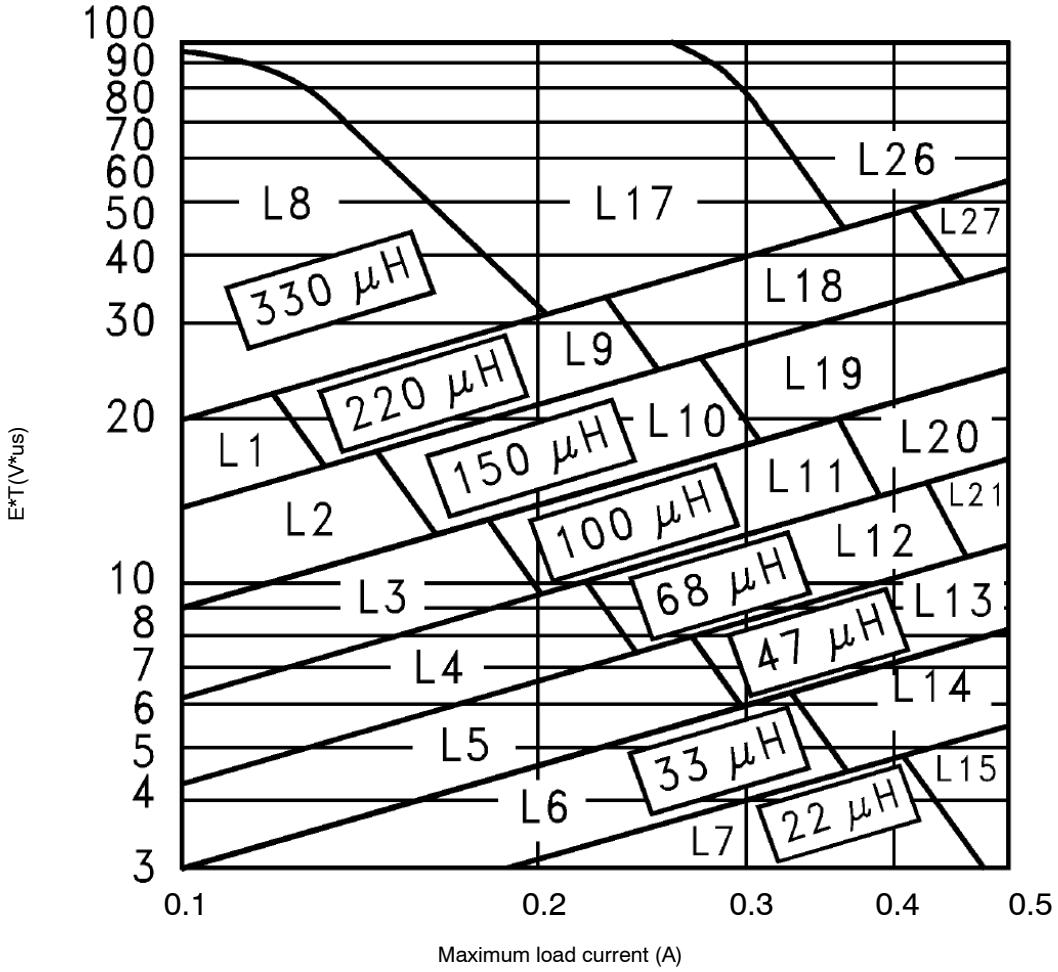

Figure 19. Inductor Value Selection Guides (For Continuous Mode Operation)
4. Inductor Selection (L1) **A.** Use the following formula to calculate the inductor Volt x microsecond [V x μs] constant: $E \times T = \left(V_{IN} - V_{OUT} - V_{SAT}\right) \times \frac{V_{OUT} + V_D}{V_{IN} - V_{SAT} + V_D} \times \frac{1000}{150\ \text{kHz}} (V \times \mu s)$ **B.** Match the calculated E x T value with the corresponding number on the vertical axis of the Inductor Value Selection Guide shown in Figure 19. This E x T constant is a measure of the energy handling capability of an inductor and is dependent upon the type of core, the core area, the number of turns, and the duty cycle. **C.** Next step is to identify the inductance region intersected by the E x T value and the maximum load current value on the horizontal axis shown in Figure 19. **D.** Select an appropriate inductor from Table 3. The inductor chosen must be rated for a switching frequency of 150 kHz and for a current rating of 1.15 x I_{Load}. The inductor current rating can also be determined by calculating the inductor peak current: $I_{p(max)} = I_{Load(max)} + \frac{\left(V_{in} - V_{out}\right) t_{on}}{2L}$ where t_{on} is the "on" time of the power switch and $t_{on} = \frac{V_{out}}{V_{in}} \times \frac{1.0}{f_{osc}}$	**4. Inductor Selection (L1)** **A.** Calculate E x T [V x μs] constant: $E \times T = (12 - 5 - 1.0) \times \frac{5 + 0.5}{12 - 1 + 0.5} \times \frac{1000}{150\ \text{kHz}} (V \times \mu s)$ $E \times T = (6) \times \frac{5.5}{11.5} \times 6.7 (V \times \mu s)$ **B.** E x T = 19.2 [V x μs] **C.** $I_{Load(max)}$ = 0.5 A Inductance Region = L20 **D.** Proper inductor value = 100 μH Choose the inductor from Table 3.
To simplify the inductor selection process, an inductor selection guide for the LM2594 regulator was added to this data sheet (Figure 19). This guide assumes that the regulator is operating in the continuous mode, and selects an inductor that will allow a peak−to−peak inductor ripple current to be a certain percentage of the maximum design load current. This percentage is allowed to change as different design load currents are selected. For light loads (less than approximately 300 mA) it may be desirable to operate the regulator in the discontinuous mode, because the inductor value and size can be kept relatively low. Consequently, the percentage of inductor peak−to−peak current increases. This discontinuous mode of operation is perfectly acceptable for this type of switching converter. Any buck regulator will be forced to enter discontinuous mode if the load current is light enough.